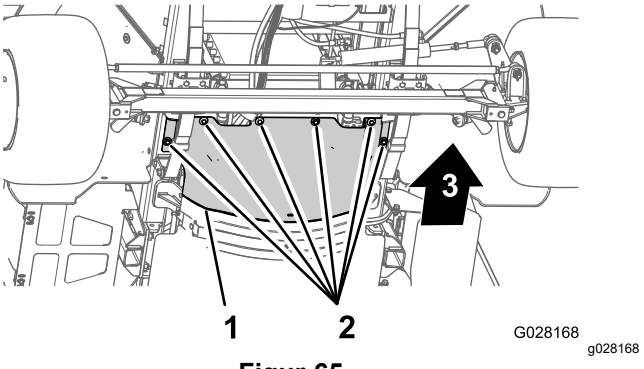

Figur 65
3. Ta bort de sex sexkantsskruvarna och sex brickorna som fäster den främre värmeskölden till chassit och ta bort skölden (Figur 65).